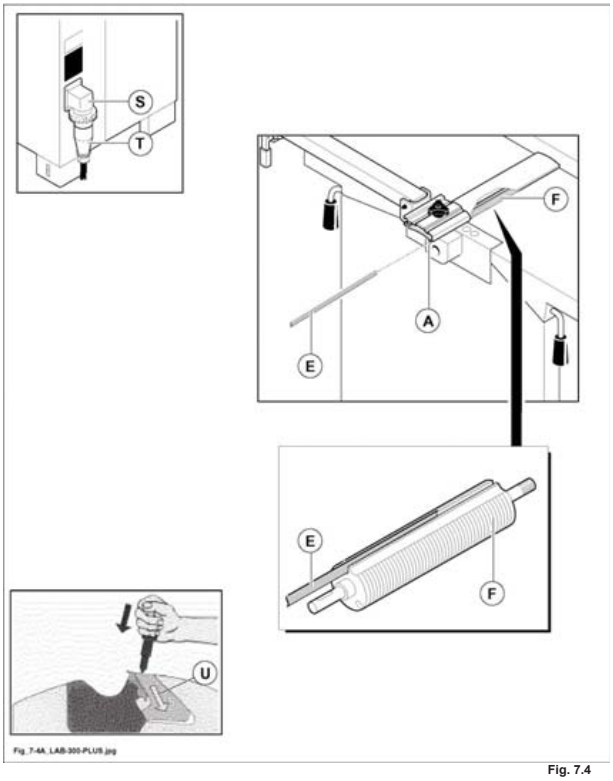

Fig. 7.4
1) Ruotare l'albero pialla (F fig. 7.4) fino a portare il coltello da sostituire in corrispondenza del foro (A fig. 7.4) di estrazione.
5) Introdurre il nuovo coltello (E fig. 7.4), o quello vecchio girato centrandolo perfettamente nel senso della lunghezza.
7) Avviando la macchina, i lardoni (U fig. 7.4) si posizioneranno automaticamente.